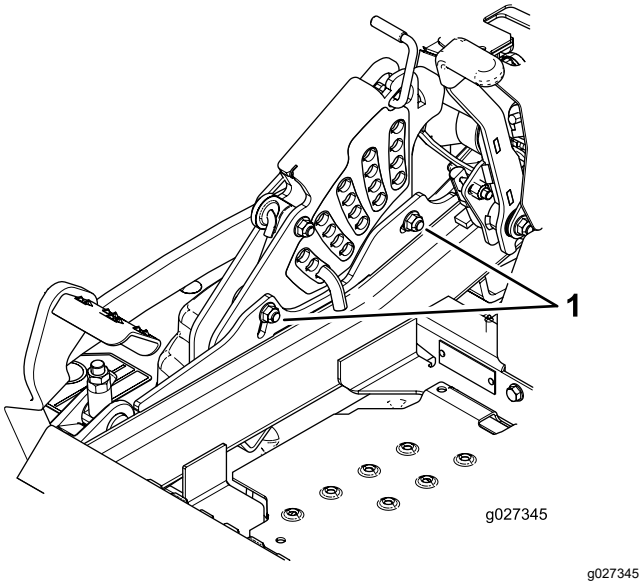

Figur 115
11. Hvis du vil justere ettrinnsjusteringsenheten, må du løsne de to boltene nederst på klippehøydeplaten (Figur 115).
13. Trekk til de to boltene nederst på klippehøydeplaten (Figur 115).